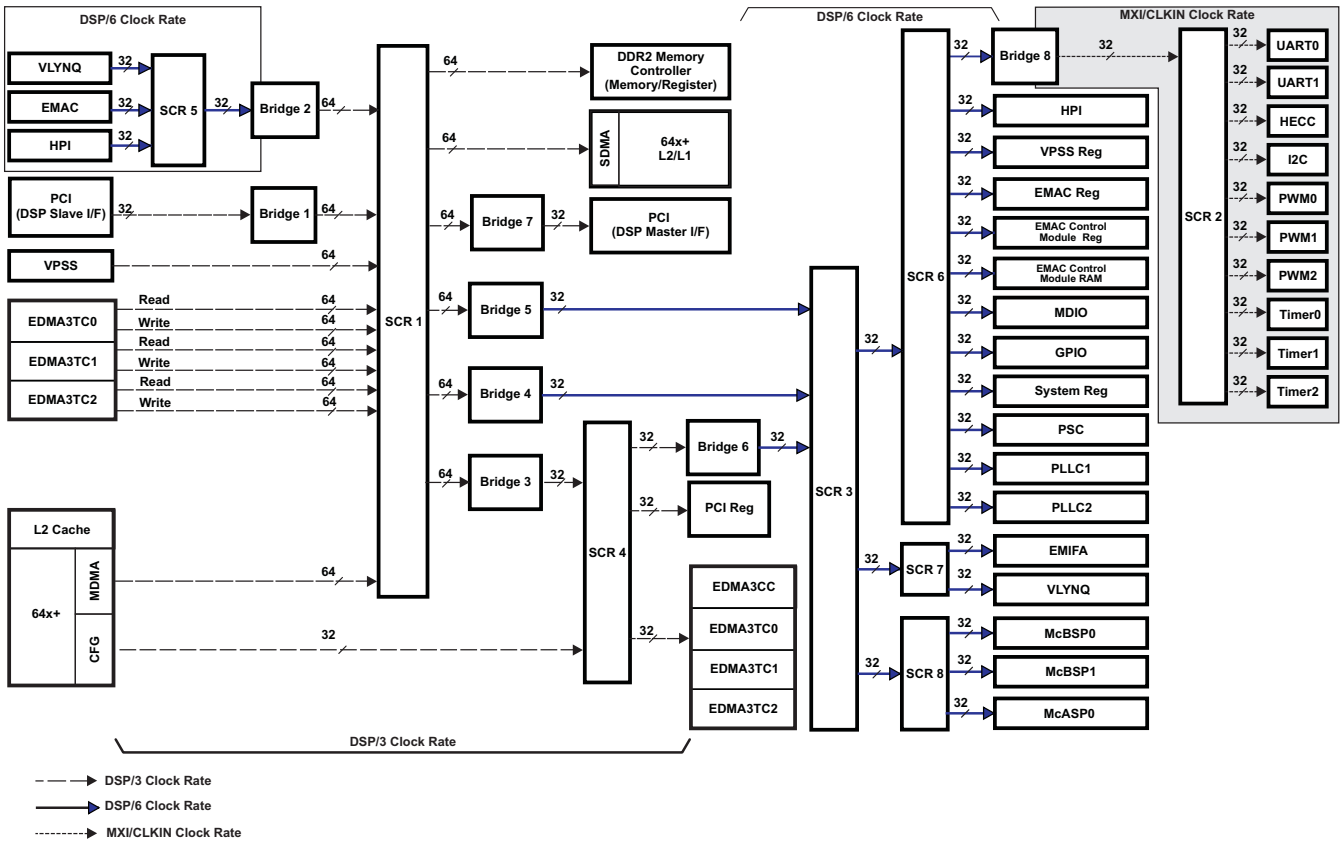

**Figure 4-1. System Interconnect Block Diagram**
On the DM6437 device, the C64x+ Megamodule, the EDMA3 transfer controllers, and the system peripherals are interconnected through a switch fabric architecture (see Figure 4-1). The switch fabric is composed of multiple switched central resources (SCRs) and multiple bridges. The SCRs establish low-latency connectivity between master peripherals and slave peripherals. Additionally, the SCRs provide priority-based arbitration and facilitate concurrent data movement between master and slave peripherals. Through an SCR, the DSP subsystem can send data to the DDR2 Memory Controller without affecting a data transfer between the EMAC and L2 memory. Bridges are mainly used to perform bus-width conversion as well as bus operating frequency conversion. For example, in Figure 4-1, Bridge 6 performs a frequency conversion between a bus operating at DSP/3 clock rate and a bus operating at DSP/6 clock rate. Furthermore, Bridge 5 performs a bus-width conversion between a 64-bit bus and a 32-bit bus.
Figure 4-1 displays the DM6437 system interconnect block diagram. The following is a list that helps in the interpretation of this diagram:
- A peripheral may have multiple instances shown in Figure 4-1 for the following reason: